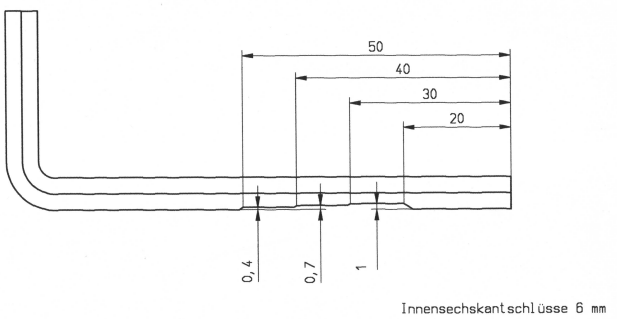

Bild 3
- Messer (09) und Schlüssel (19) an der Stelle mit der gewünschten Schnitttiefe von 0,4 bis 1,0mm (s. Bild 3) zum Berührung bringen. Dabei muss die Walze (03) so stehen, das das Messer (09) maximal durch das Führungsblech (19) herausragt. Die Messer (09) sind so einzustellen, dass sie max. 1mm unter dem Führungsblech (19) herausragen.
- Messer (09) in dieser Stellung festhalten. Alle 6 Messer werden auf gleiche Weise eingestellt.
- Die Befestigungsschrauben (11) für die Messer (09) sind mit einem Drehmoment von **35 Nm** anzuziehen. Ein entsprechender Drehmomentschlüssel ist bei EDER Maschinenbau GmbH als Sonderzubehör oder im Werkzeugfachhandel zu beziehen.